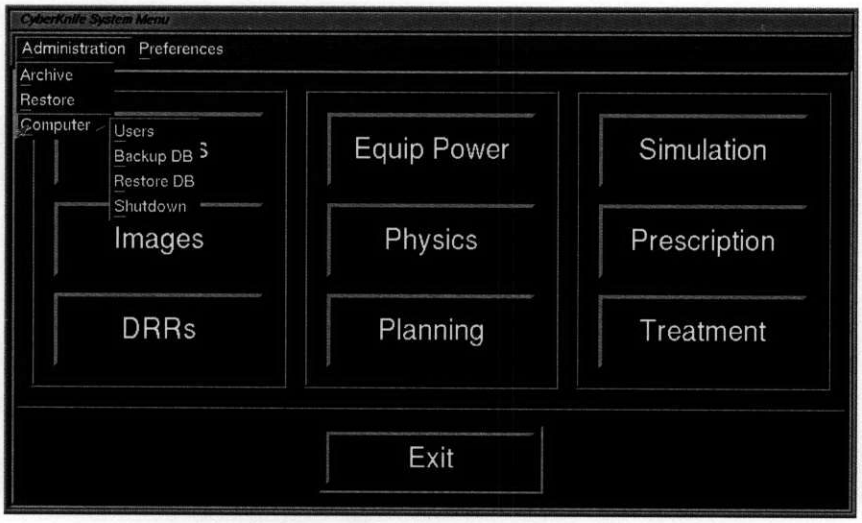

**Figure 1 CyberKnife System Menu with Computer Submenu Visible**
**Step 1.** Click the **ADMINISTRATION** item in the menu bar on the CyberKnife System menu. (*Figure 1 CyberKnife System Menu with Computer Submenu Visible, page 2*) A submenu appears.